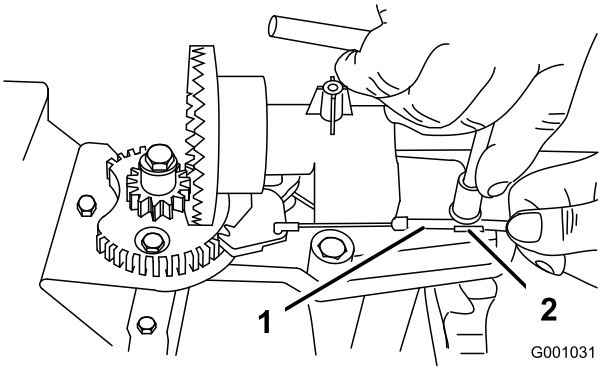
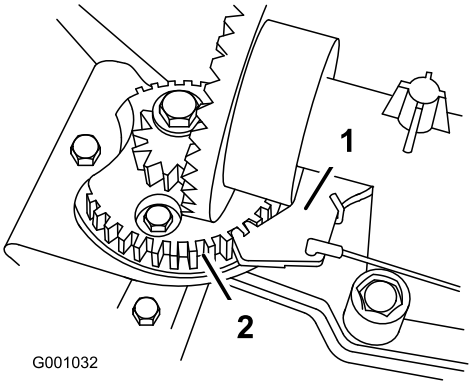

Figure 59
Figure 60
2. Loosen the bolt on the cable clamp (Figure 59).
3. Grasp the cable conduit and move it toward the front of the machine until the discharge-chute latch fully engages the gear teeth (Figure 59 and Figure 60).
Note: The latch is spring loaded and naturally moves into the teeth of the gear (Figure 60).